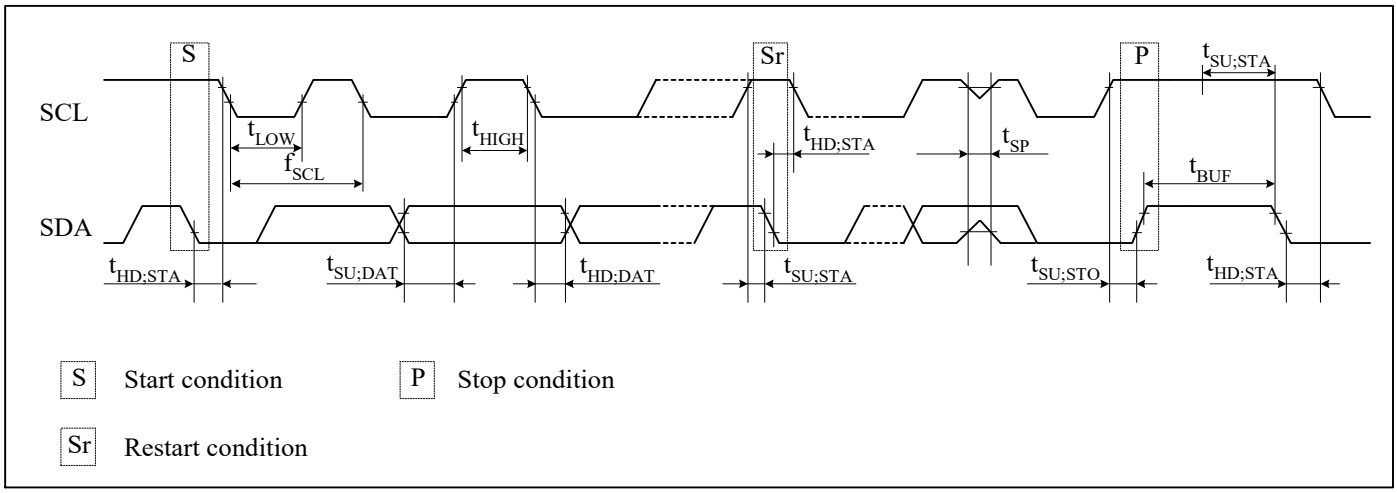

**Figure 1. I²C Timing**
**(Figure 1)**
The power-control function is provided by a precise, temperature-compensated voltage reference and a comparator circuit that monitors the $V_{CC}$ level. The device is fully accessible and data can be written and read when $V_{CC}$ is greater than $V_{PF}$. However, when $V_{CC}$ falls below $V_{PF}$, the internal clock registers are blocked from any access. If $V_{PF}$ is less than $V_{BACKUP}$, the device power is switched from $V_{CC}$ to $V_{BACKUP}$ when $V_{CC}$ drops below $V_{PF}$. If $V_{PF}$ is greater than $V_{BACKUP}$, the device power is switched from $V_{CC}$ to $V_{BACKUP}$ when $V_{CC}$ drops below $V_{BACKUP}$. The registers are maintained from the $V_{BACKUP}$ source until $V_{CC}$ is returned to nominal levels (Table 4). After $V_{CC}$ returns above $V_{PF}$, read and write access is allowed after $t_{REC}$ (Figure 1). On the first application of power to the device the time and date registers are reset to 01/01/00 01 00:00:00 (MM/DD/YY DOW HH:MM:SS).